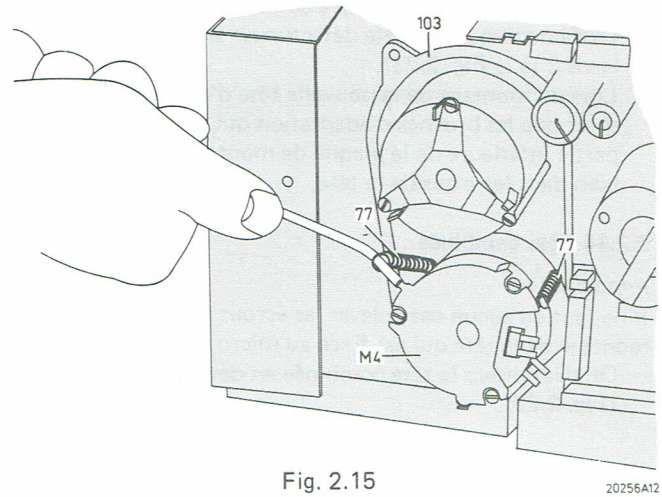

Fig. 2.15 20256A12
- Enlever les ressorts 77 (Fig. 2.15) et la plaque de pression du moteur.
- Monter la plaquette de pression du moteur et les ressorts de fixation 77 (Fig. 2.15.).